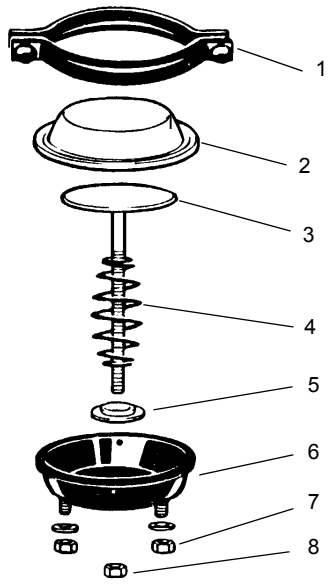

FIGURA 8-41
1. Remova a braçadeira que prende a câmara do freio de serviço na câmara do freio de mola (consulte a Figura 8-41).
3. Posicione o diafragma sobre a haste de pressionamento (consulte a Figura 8-41).